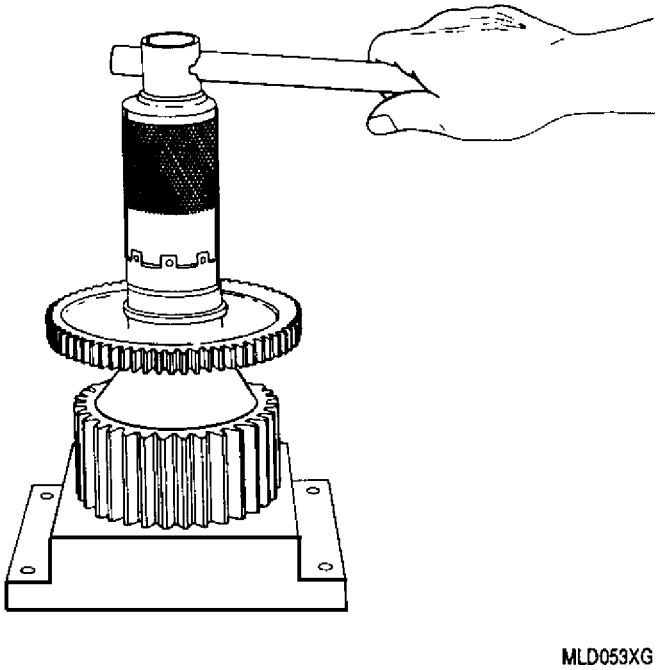

Figure 3. Removing Pinion Shaftgear Rear Bearing Retaining Nut Using 23034311 Holder and 6796046 Wrench
g. Remove rear bearing inner ring as follows: (figure 3)
(1) Install pinion shaftgear into 23034311 or 6796639 with 23034311−2 and −3 holder.
(2) Remove and discard cotter pin from lockpin and nut lug. Remove lockpin.
(3) Remove retaining nut using 6796046 wrench.
(4) Remove pinion shaftgear from holder.